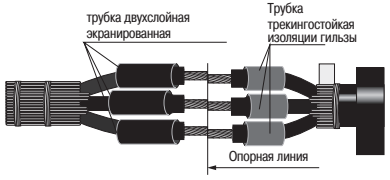

Рисунок 5
4.11 На жилы короткой разделки кабеля надеть трубки трекингостойкие красного цвета, а на жилы более длинной разделки кабеля надеть трубки двухслойные экранированные чёрно-красного цвета и сдвинуть их к корешкам разделок (рисунок 5).